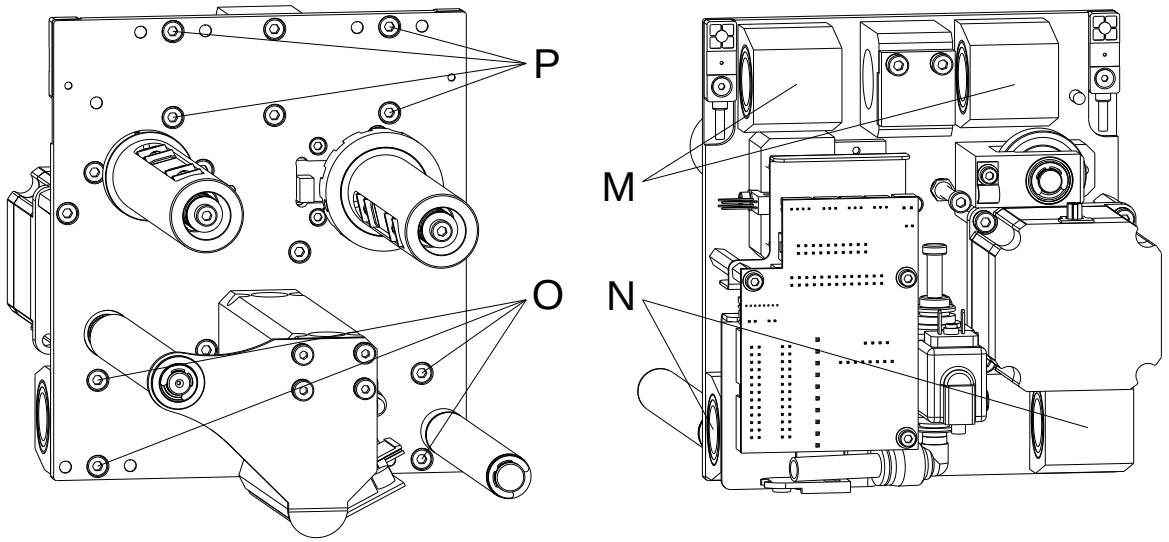

Abbildung 40
1. Neues Linearlager (N) auf die Fixierstifte stecken.
2. Winkel für Kette (Q) vorsichtig nach vorne schwenken.
3. Schraube (R) festziehen.
4. Schraube (S) festziehen.
5. Schrauben (O, Abbildung 40) festziehen.